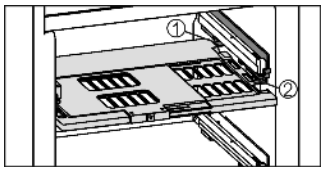

Fig. 8
▶ Установка пластины регулировки влажности: поперечные ребра крышки на пластине вставить через низ в задний держатель *Fig. 8 (1)* и защелкнуть спереди на держателе *Fig. 8 (2)*.